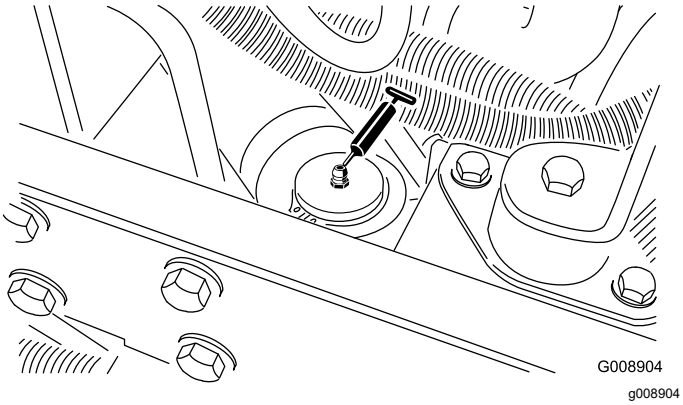

Figur 41
- Akselstyresylinder (Figur 41).